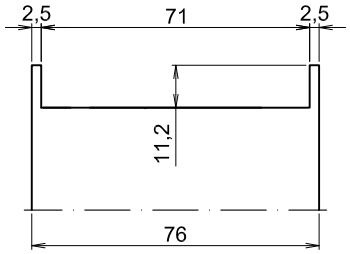
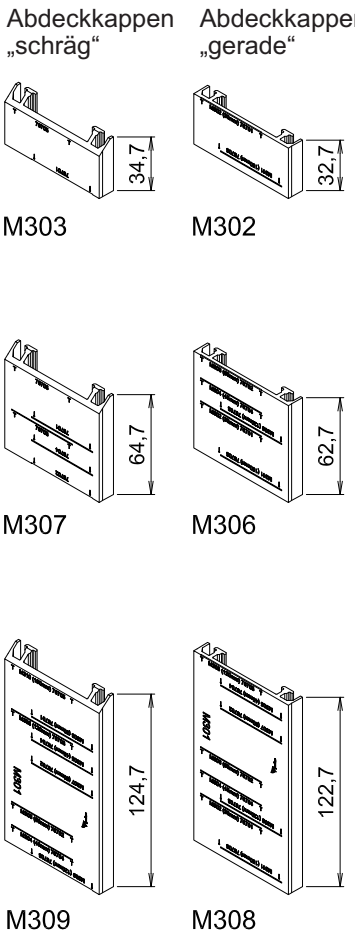

Abb. 1 Fräskontur
Abb. 2
Für den Einsatz von Abdeckkappen muß das Verbreiterungsprofil befräst werden (Abb. 1).Für jede Verbreiterung steht eine gerade und eine 45 ° beschnittene Abdeckkappe zur Verfügung (siehe Abb. 2).
Die Fräskontur (siehe Abb. 1) wurde so ausgelegt, dass die Verbreiterungsprofile auch gespiegelt (Innen=Außen) eingebaut werden können.
- Verbreiterungen konturmäßig ausfräsen (Fräskontur siehe Abb. 1)
- Verbreiterungsprofile aufklipsen (1) und verschrauben.
- Abdeckkappen für die jeweilige Verbreiterung verwenden und durch Verkleben (z.B.: PVC-Klebstoff C004/C005) die offenen Profilkammern schließen (2).